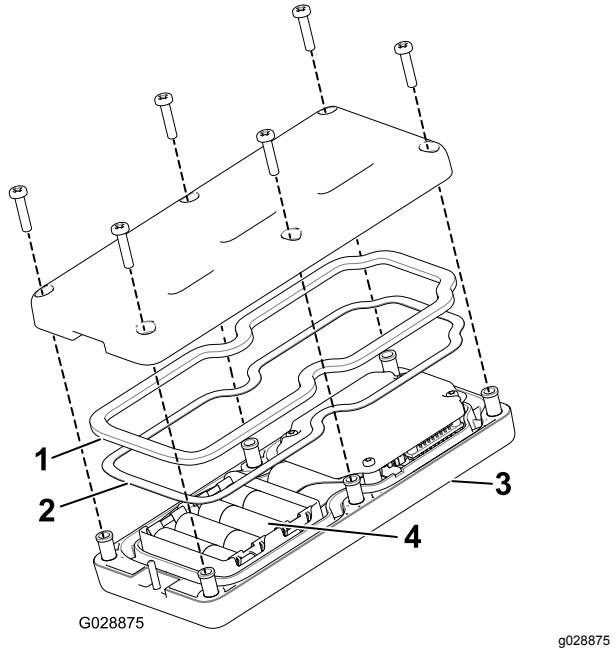

**Figur 37**
3. Ta bort de 6 skruvarna från baksidan av kontrollen och ta bort luckan (Figur 37).
5. Sätt i nya batterier i facket och tänk på polariteten. (Enheten skadas inte om batterierna sätts i fel, men den fungerar inte.) Det finns polaritetsmarkeringar i facket för varje terminal (Figur 37).
6. Om du oavsiktligt tar bort gummitätningen och stålpackningen ska du sätta tillbaka dem försiktigt i kanalen på handkontrollen (Figur 37).
7. Sätt tillbaka luckan och fäst den med de 6 skruvarna som togs bort tidigare (Figur 37) och dra åt dem till 1,5–1,7 N·m.